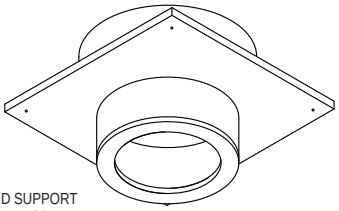

Figure 5
3. **Install Support:** For installation into a flat ceiling, you need to use the Round Support Box. The Round Ceiling Support Box has the option of a square or round Trim Collar available *(Fig 5)*. The Support Box must extend at least 3 inches below the finished ceiling. (Do not install beyond 4-1/2" below finished ceiling or the trim collar will not cover